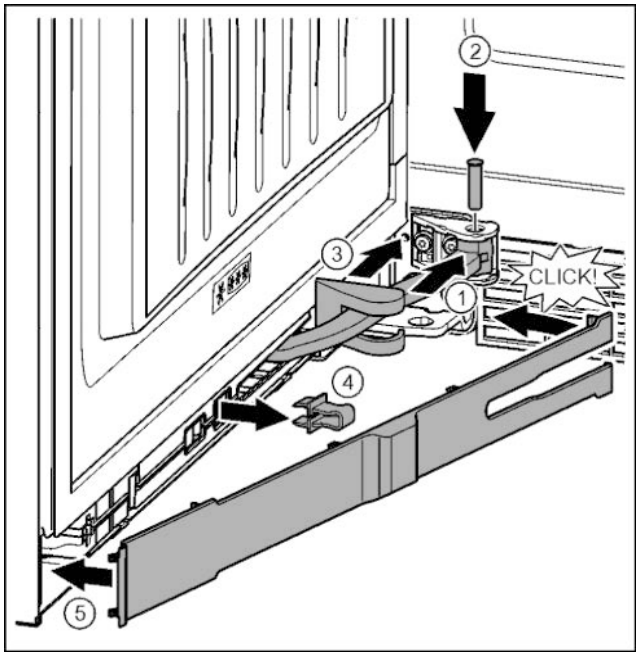

Fig. 44
▶ Повернуть шарнир в навеске. *Fig. 44 (1)*
▶ С помощью отвертки T15 вставить палец в навеску и шарнир. При этом следить за тем, чтобы выступ фиксатора занимал правильное положение в пазу. *Fig. 44 (2)*
▶ Переместить крышку опорного кронштейна вдоль шарнира и установить над навеской. *Fig. 44 (3)*
▶ Снять предохранитель. *Fig. 44 (4)*
▶ Установить накладку со стороны ручки и повернуть. *Fig. 44 (5)*